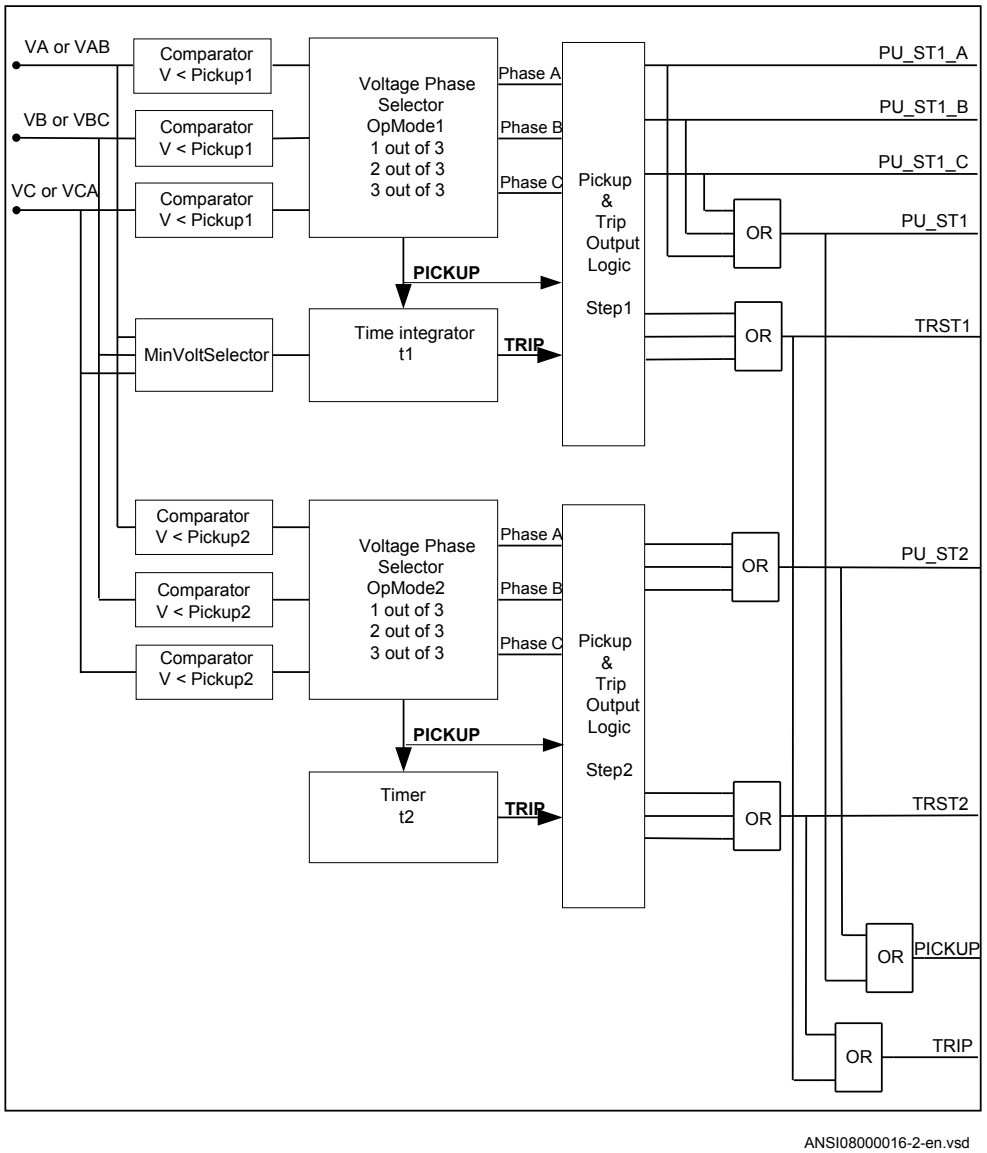

Figure 75: Schematic design of Two step undervoltage protection UV2PTUV (27)
The voltage measuring elements continuously measure the three phase-to-neutral voltages or the three phase-to-phase voltages. Recursive fourier filters or true RMS filters of input voltage signals are used. The voltages are individually compared to the set value, and the lowest voltage is used for the inverse time characteristic integration. A special logic is included to achieve the *1 out of 3*, *2 out of 3* and *3 out of 3* criteria to fulfill the PICKUP condition. The design of Two step undervoltage protection UV2PTUV (27) is schematically shown in Figure 75.